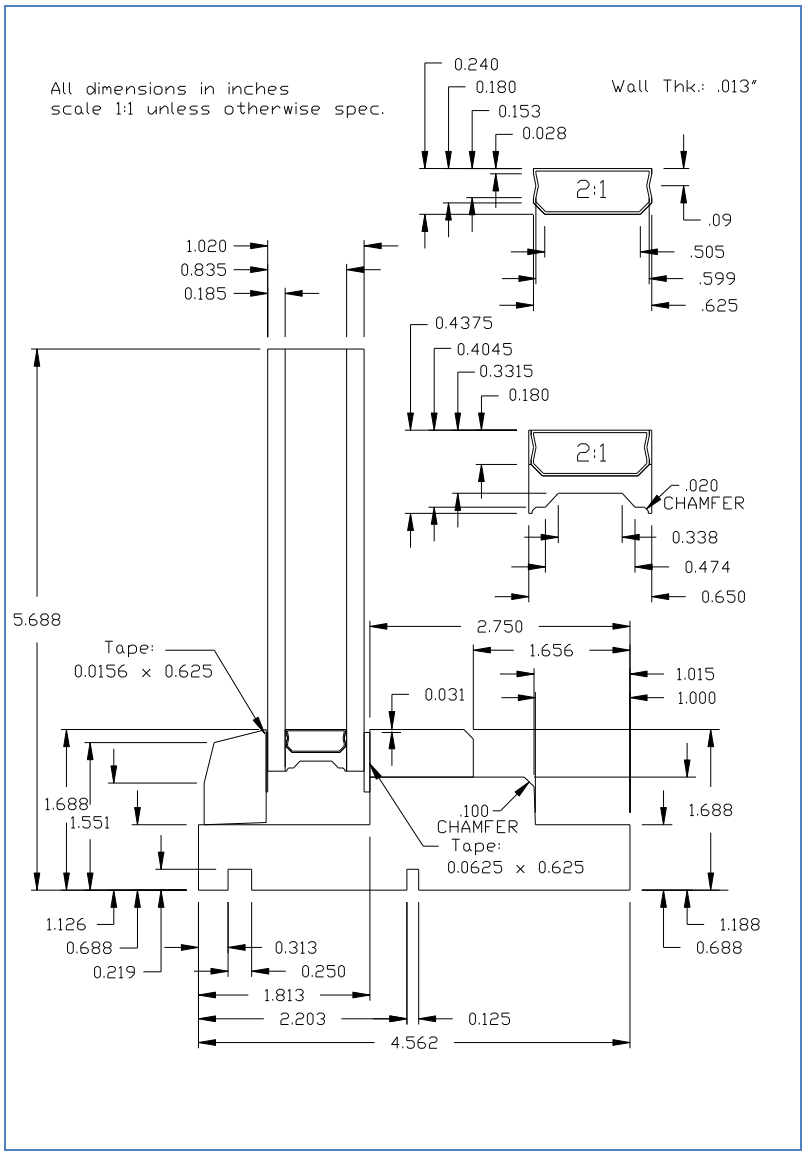

Figure 10-19. Dimensioned drawing of cross section
- For this example, we will initially simplify the drawing process by squaring off the beveled edge, marked as .100 CHAMFER in Figure 10-19. This change will have very little effect on thermal performance. If you would like to include the bevel in your model follow the steps in Section 10.3.5.8.